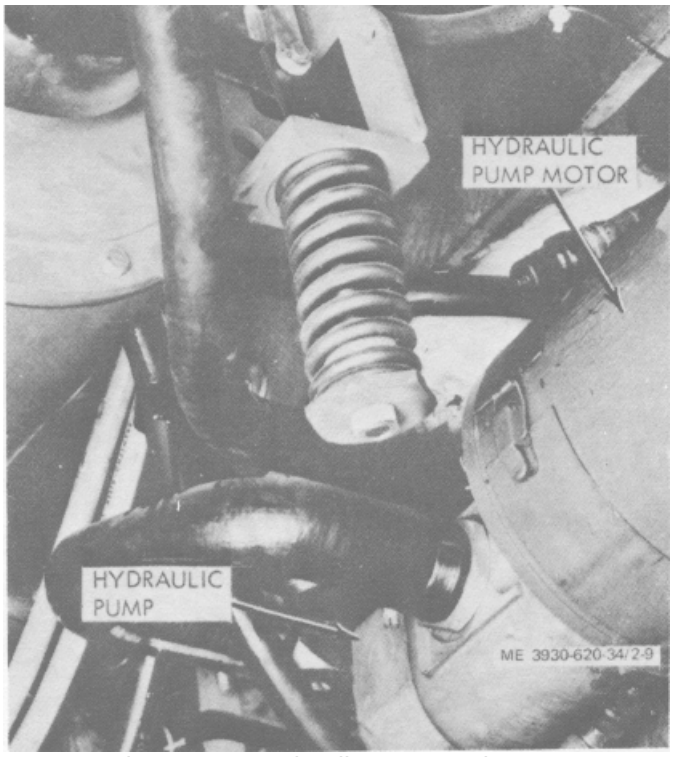

Figure 2-9. Hydraulic pump and motor.
a. Removal. The hydraulic pump is attached to the hydraulic pump motor located on the right side of the lift truck. Remove hydraulic pump from lift truck as follows. (fig. 2-9.)
(1) Disconnect battery and discharge capacitors (para 2-5).
(2) Install wheel chocks forward and aft of rear wheels to prevent lift truck from moving.
(3) Using a suitable lifting device, raise front
a. Removal. (fig. 2-9.)
(6) Using a suitable lifting device, raise front end of lift truck above the around, as required.
(7) Install blocking and remove lifting device.
(8) Tag and disconnect hose connections from pump.
(9) Plug hoses to prevent dirt or other foreign matter from entering hydraulic system.
(10) Position a floor jack under pump motor.
(11) Remove screws securing mounting brackets to lift truck frame.
(12) Carefully lower pump motor and remove from under lift truck.
(13) Clean exterior of pump motor using an approved solvent. Dry thoroughly using com- pressed air.
(14) Remove screws and lock washers securing pump to motor housing.
b. Installation (fig. 2-9.)
(1) Slide drive gear splines of pump into splines in armature shaft of motor.
(2) Secure pump to motor housing using lock washers and screws.
(3) Use floor jack to position motor under lift truck.
(4) Use screws to secure motor mounting brackets to lift truck frame. Remove floor jack.
(5) Unplug and connect hoses to pump.
(6) Install lifting device and remove blocking.
(7) Remove lifting device.
(8) Fill reservoir (TM 10-3930-620-12).
(9) Reconnect wiring.
(10) Install toe and floor plates (TM 10-3930-620-12).